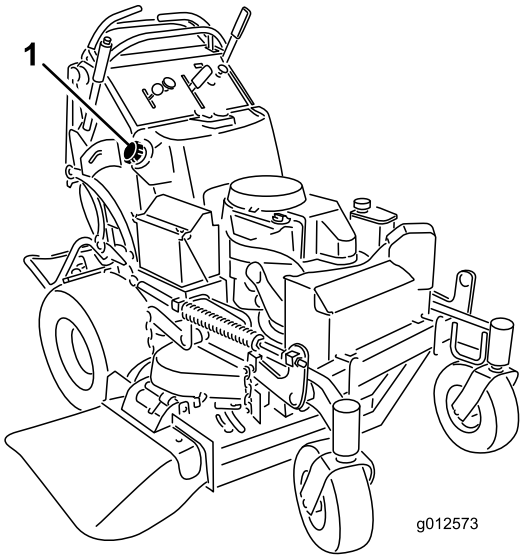

Figur 51
5. Använd sifonen och tappa bränslet i en ren bensindunk (Figur 51).